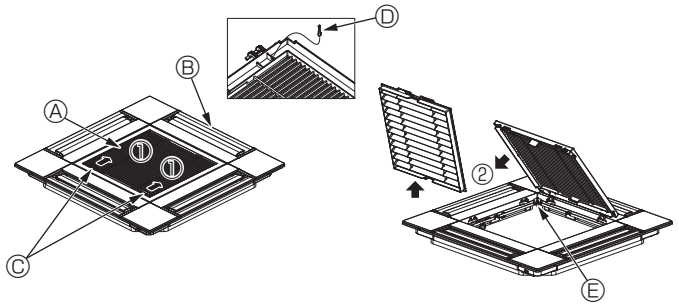
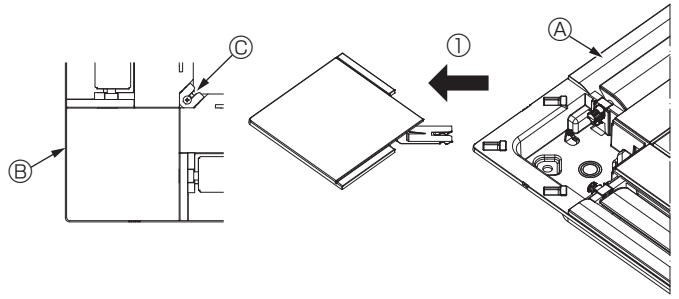

Fig. 10-3
Fig. 10-4
10.2.1. Removing the intake grille (Fig. 10-3)
- Slide the levers in the direction indicated by the arrow ① to open the intake grille.
- With the intake grille in the "open" position, remove the hinge of the intake grille from the grille as indicated by the arrow ②.
10.2.2. Removing the corner panel (Fig. 10-4)
- Loosen the screw from the corner of the corner panel. Slide the corner panel as indicated by the arrow ① to remove the corner panel.